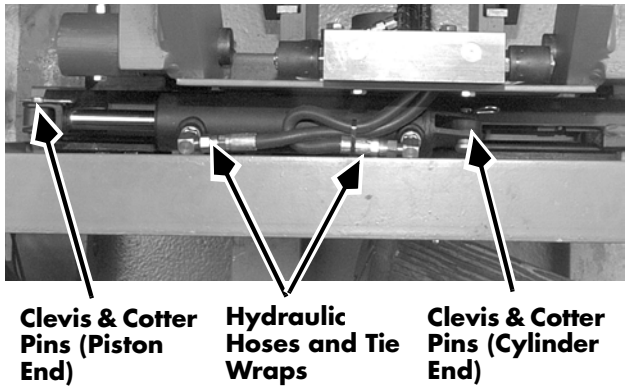

Figure 7-235: Cascade Sideshift Cylinder
4. Remove any tie wraps securing the hydraulic hoses, noting their position for later reinstallation. See Figure 7-235.